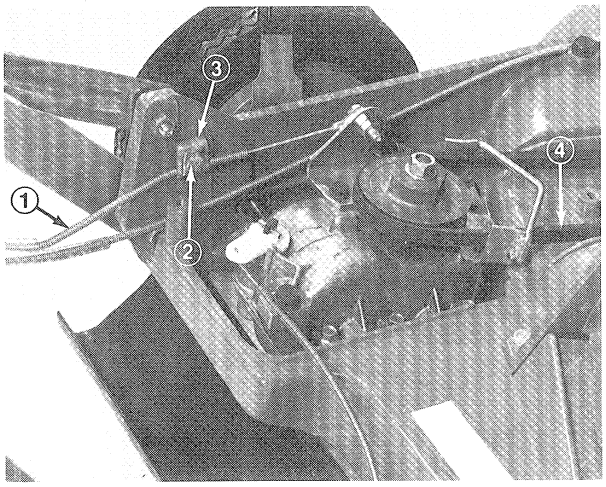

Figure 37
4. Loosen capscrew and cable clamp securing traction cable to mower housing. (Fig. 37).